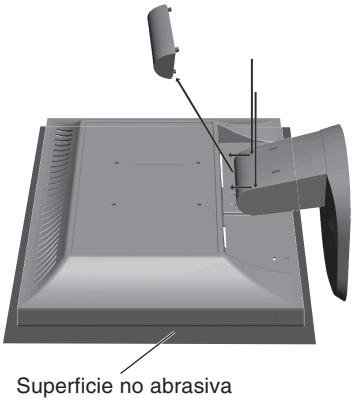

Figura R.1
2. Retire la cubierta de goznes (**figura R.1**).
3. Coloque el monitor boca abajo en una superficie no abrasiva (**figura R.1**).
1. Coloque el monitor boca abajo en una superficie no abrasiva (**figura R.1**).